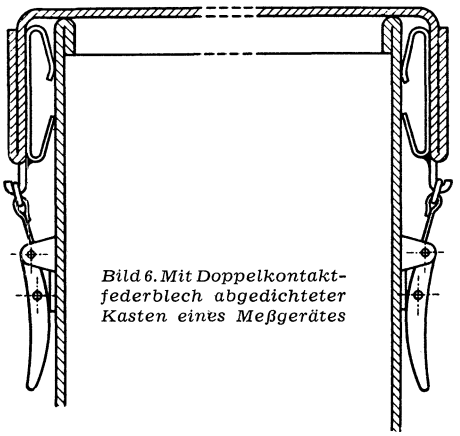

*Bild 6. Mit Doppelkontaktfederblech abgedichteter Kasten eines Meßgerätes*
c. Schirmung der Fugen an Tür und Fenster. An Türen und Fenstern entstehen lange Spalten, welche die Schirmung illusorisch machen, wenn man keine Abdichtung vorsieht. Die bisher bei der Abdichtung solcher Spalten (z. B. durch Geflechte oder mit Kupfergeflecht überzogene Gummidichtungen) insbesondere bei sehr kurzen Wellen auftretenden Schwierigkeiten konnten durch das von uns entwickelte Doppelkontaktfederblech vollständig beseitigt werden. In die Fugen wird die Dichtung so eingelegt und verlötet, daß der zum Kontakt nötige Druck von den Rahmen ausgeübt wird. Die Dichtung besteht aus Phosphorbronzeblech von 0,18 mm Stärke. Die Schirmdämpfung des Federbleches beruht auf Doppelkontakten, die sich beim Schließen von Türen oder Fenstern selbst blank reiben (**Bild 6**). Durch den Hohlraum zwischen den beiden Kontakten, der als Induktivität wirkt, wird erreicht, daß der Störstrom einen so großen Spannungsabfall vorfindet, daß nur noch ein ganz unwesentlicher Bruchteil in den zu schirmenden Raum gelangt. Die gemessene Schirmdämpfung betrug mehr als 12 N.
Die zur Dichtung der Fugen an der Tür und an den Fenstern verwendeten Kontaktbleche kann man auch zur Dichtung von Meßgeräten, Sendern und Empfängern verwenden. Man hat bei guter elektrischer Dichtigkeit dann den Vorteil, daß der Verschluß der Geräte einfacher ist. Bild 6 zeigt die Skizze eines so abgedichteten Kastens mit Verschluß.